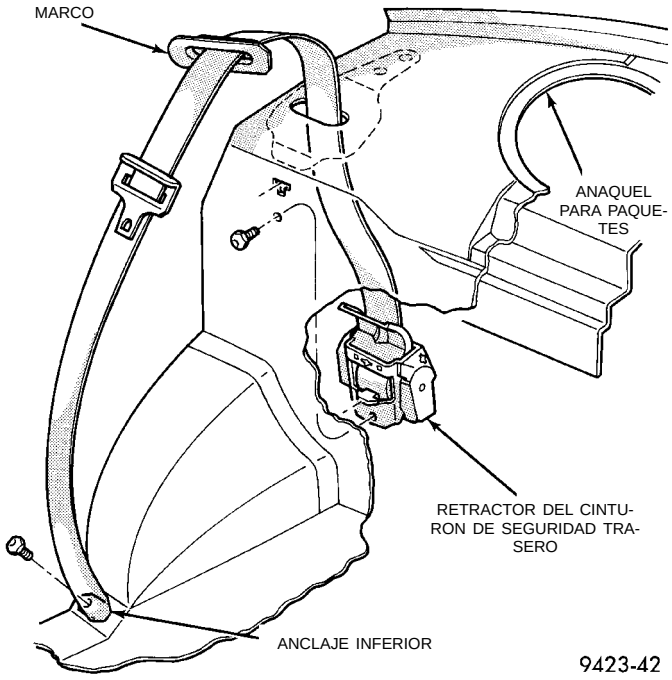

Fig. 67 Retractor del cinturón de seguridad trasero
(1) Retire el cojín y el respaldo del asiento trasero.
(2) Retire el marco del cinturón de seguridad de la cubierta del anaquel para paquetes.
(3) Retire la almohadilla silenciadora de la plancha de cierre del asiento trasero según sea necesario para acceder al retractor.
(4) Retire el perno que fija el anclaje inferior del cinturón de seguridad al suelo.
(5) Retire el perno que fija el retractor a la plancha de cierre del asiento trasero (Fig. 67).
(6) Presione el marco del cinturón de seguridad y la hebilla a través del orificio de acceso en el anaquel para paquetes.
(7) Desde el interior del maletero, separe el retractor del cinturón de seguridad trasero del vehículo.